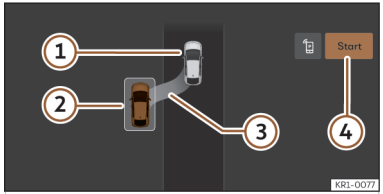
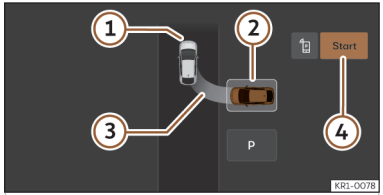

Abb. 152 Am Bildschirm des Infotainment-Systems: Position zum längs einparken.
Abb. 153 Im Bildschirm des Infotainment-Systems: Position zum quer einparken.
>>> (Abb. 152), >>> (Abb. 153)
① Eigenes Fahrzeug
② Erkannte Parklücke
③ Anzeige des vorgeschlagenen Einparkzugs
④ Einparkmanöver einleiten
- Prüfen Sie anhand der Anzeige im Bildschirm des Infotainment-Systems, ob die Parklücke als „geeignet“ erkannt wurde und ob die korrekte Position zum Einparken erreicht wurde >>> (Abb. 152), >>> (Abb. 153). Halten Sie das Fahrzeug an und befolgen Sie die Anweisungen im Infotainment.
- Fahrzeug anhalten, bremsen und nach einer kurzen Wartezeit Funktionsfläche **Start** ④ im Infotainment-System antippen.